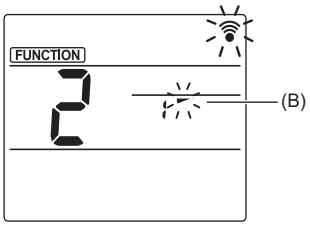

Afb. 3-3
(3) De waaierhoek instellen (Afb. 3-3)